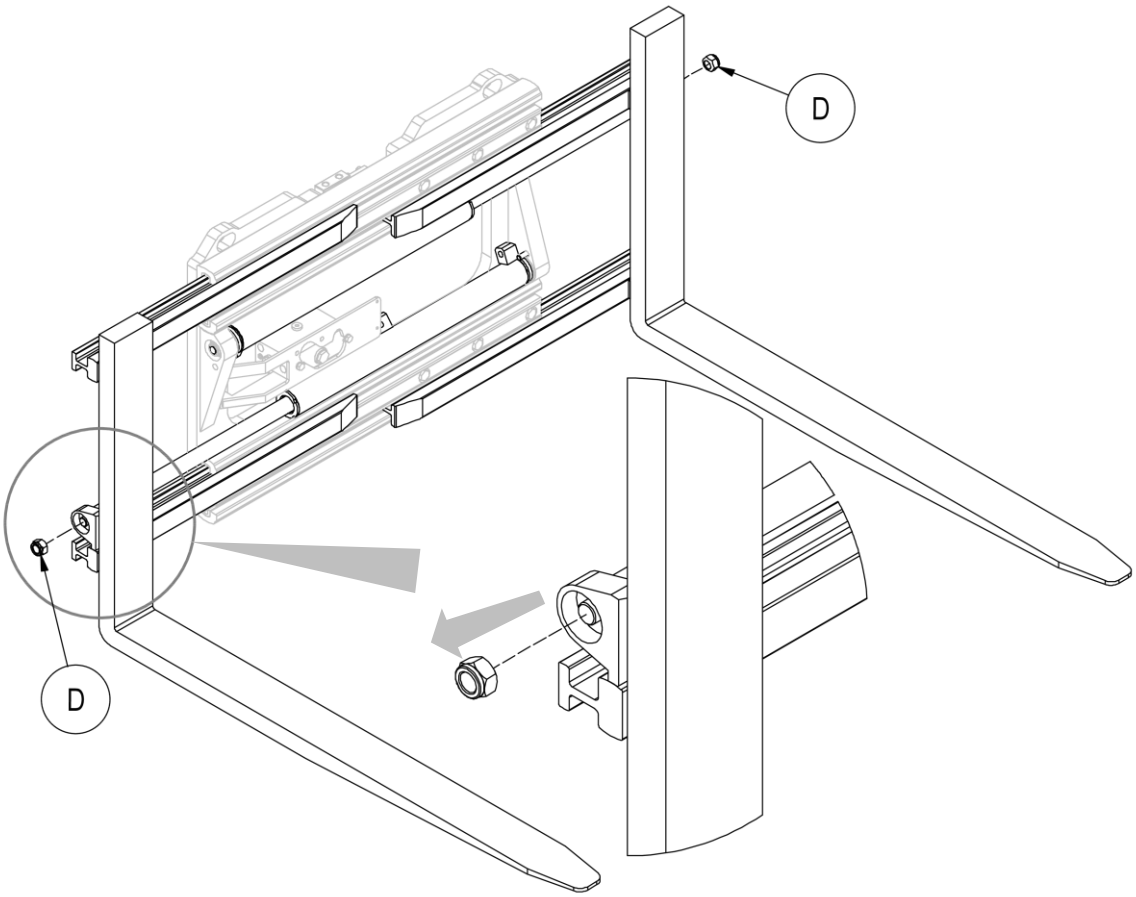

Figure 31
3. Retirer les écrous **D** qui relient les vérins aux fourches (voir *Figure 31*).